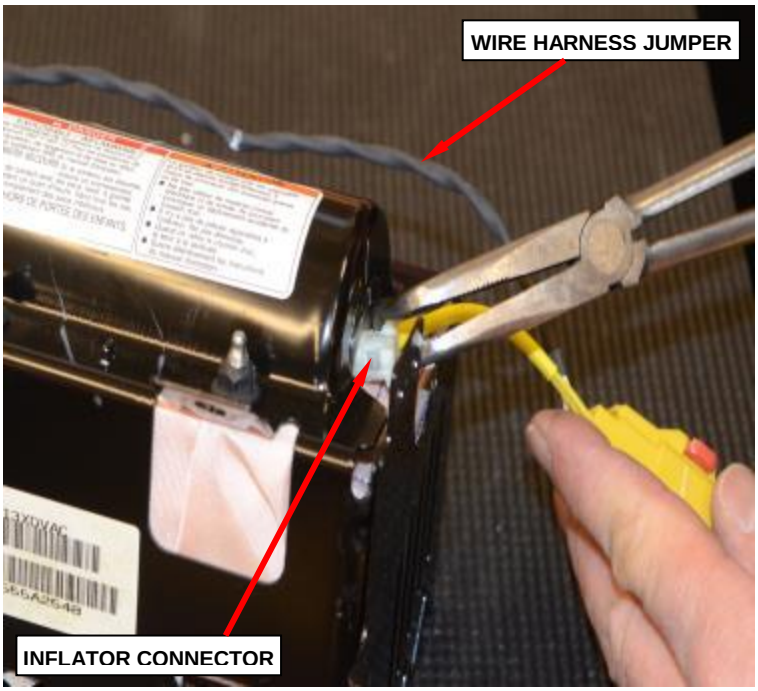

Figure 44 – Inflator Connector
e. Disconnect the second inflator connector from the end of the inflator using pliers (Figure 44).
f. Remove and discard the wire harness jumper (Figure 44).
o. Connect the yellow inflator wire connector (Figure 44).